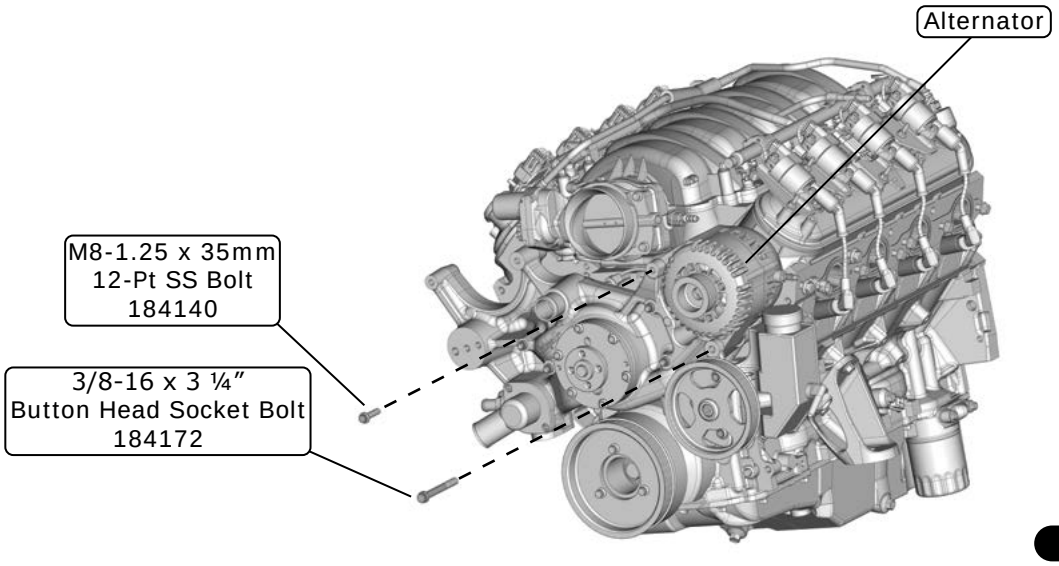

Figure 3
6. For system **without power steering**, secure lower alternator boss with 3/8-16 x 3 ¼" button head SS bolt torqued to 15 lb-ft (See Figure 3, below).